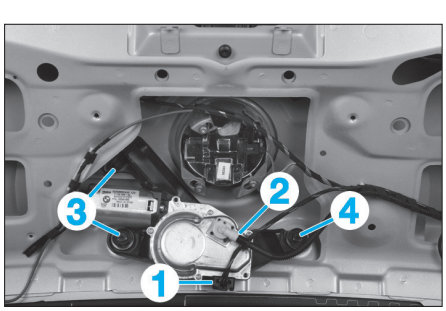

Fig. 150
• Débrancher le connecteur (1) puis le tuyau de lave-vitre (2) **(Fig.150)**.